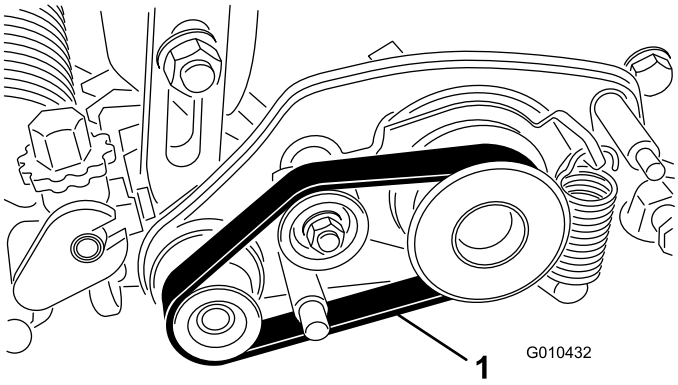

Figura 18
2. Encaminhe a correia na polia acionada, polia intermédia e o conjunto da polia como se mostra na Figura 18.